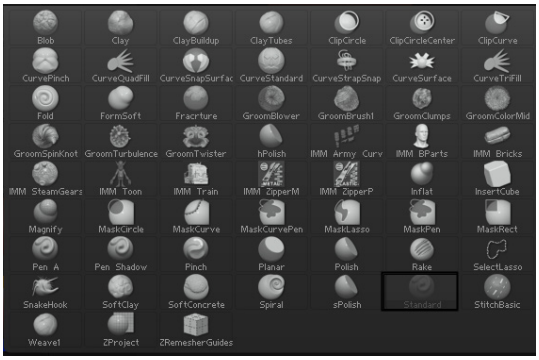
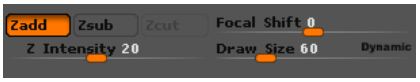

Figure 3-58 *The **Standard** brush chosen from the flyout*
Figure 3-59 *Settings for the **Standard** brush for adding depth*
10. Rotate the view of the canvas such that you can view the side view of *turtle shell*. Choose the Current Brush button from the left shelf; a flyout containing different sculpting brushes is displayed. Choose the **Standard** brush from this flyout if not already chosen, as shown in Figure 3-58. Make sure that the **Zadd** button is chosen in the top shelf. Set the value of the **Z Intensity** slider to **20** and of the **Draw Size** slider to **60**, as shown in Figure 3-59.